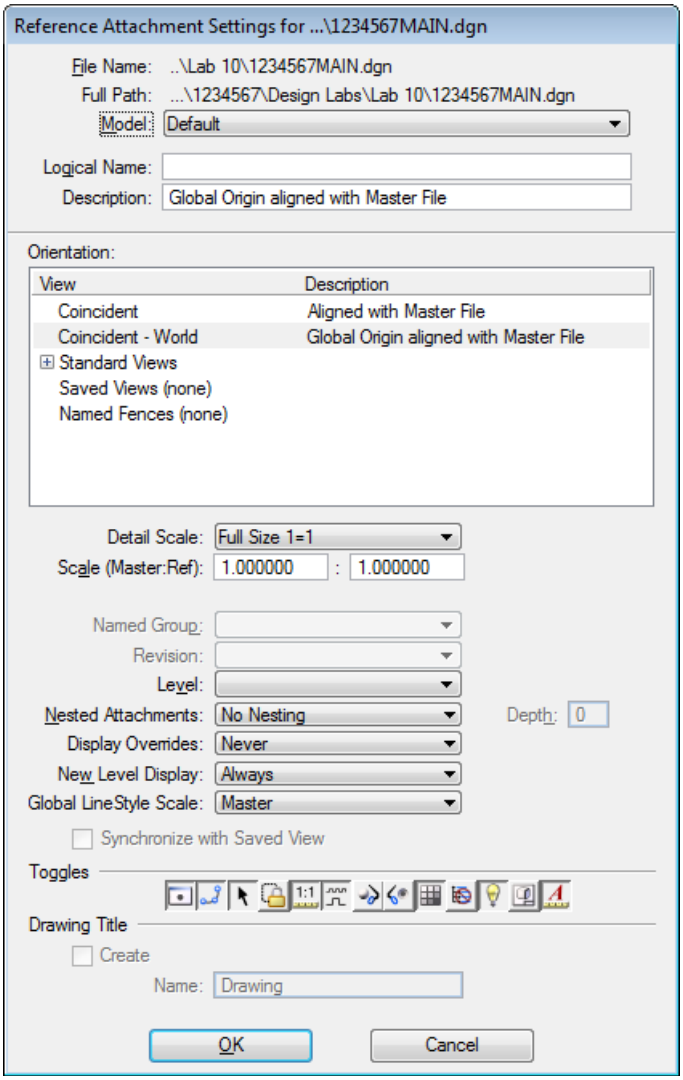

Figure L10-12 Reference Attachment Settings Dialog
24.	**In the References Window – attach the File 1234567MAIN.dgn.** • Select **Tools ► Attach** and the **Attach Reference** dialog opens. • Navigate to **C:\InRoads Data\1234567\Design Labs\Lab 10** • Highlight **1234567MAIN.dgn** • Click **Open**. • The **Reference Attachment Settings** dialog opens as shown in *Figure L10-12*.